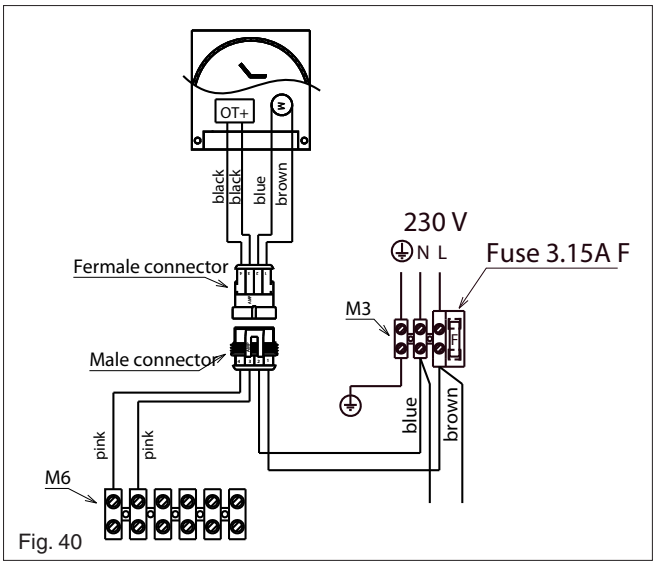

Fig. 40
- OT+ control (fig. 40), please contact Vokera technical for detailed instruction on specific OT+ controls. Male connector is factory fitted to be used with OT+ control female connector.
Isolate the appliance from the electrical supply and remove the appliance casing as described in 4.7.1. Set the flue gas analyser to read CO_2 and insert the probe into the flue analysis test point (**Y1-Z1** fig. 40). Restore the electrical supply to the boiler and switch the boiler to the OFF mode.